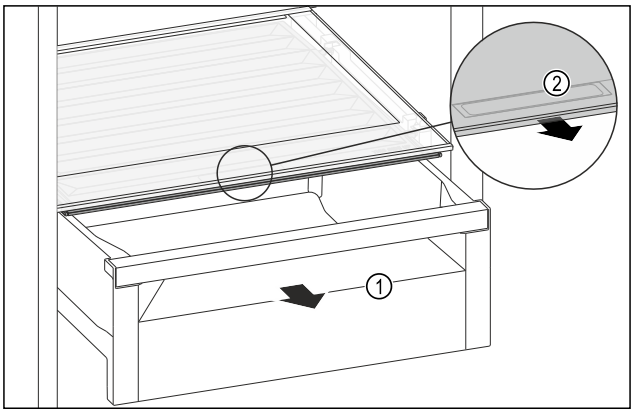

Fig. 151
▶ Extrageți sertarul *Fig. 151 (1)*.
▶ Prindeți mânerul încastrat *Fig. 151 (2)* de la capacul compartimentului și trageți concomitent capacul compartimentului spre partea frontală.